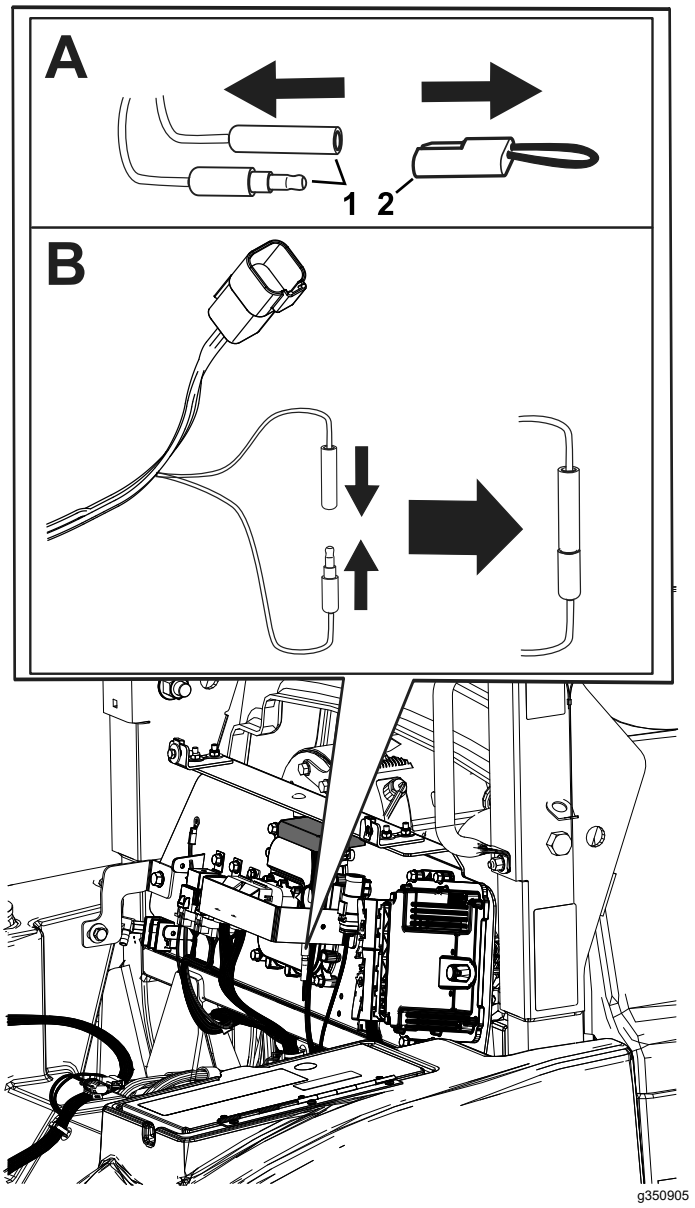

Figura 5
1. Quando vi trovate su una superficie piana, rimuovete il tappo dai connettori di calibrazione (Figura 5).
2. Collegate tra loro i connettori di calibrazione come mostrato nella Figura 5.